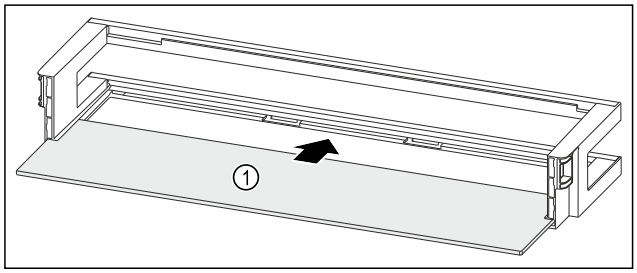

Fig. 58 Dveřní přihrádka s odkládací plochou
▶ Odkládací plochu *Fig. 58 (1)* zasuňte do bočních vybrání.